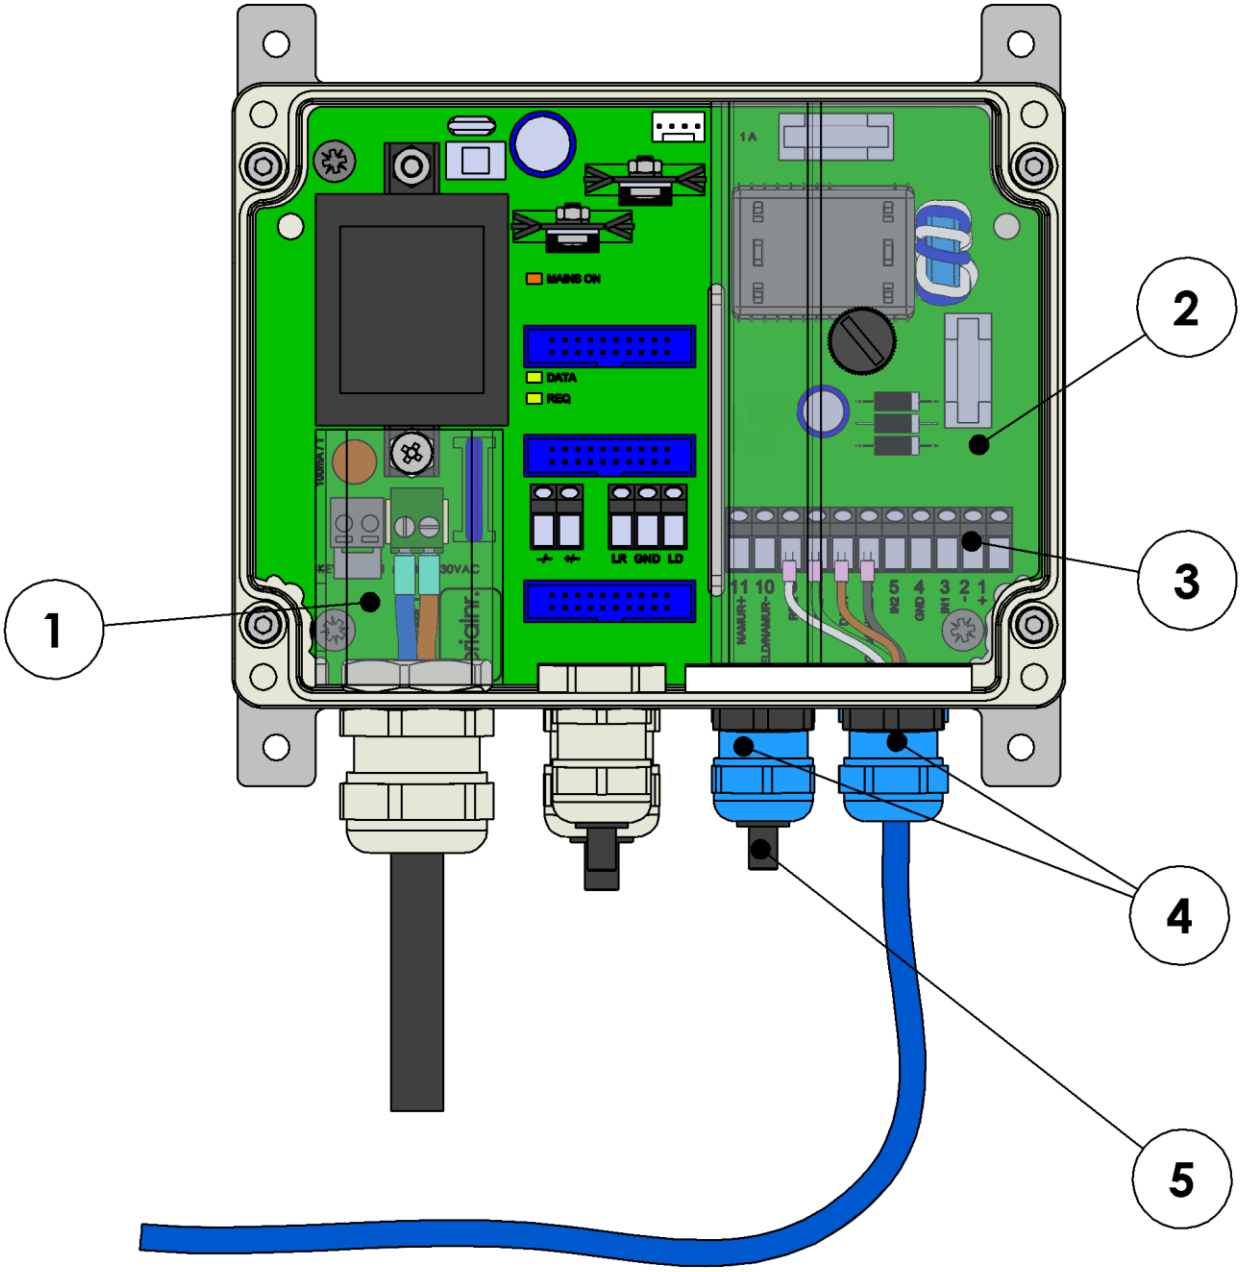

Abbildung 1. Geöffnetes ISC 230B
1. Die Anschlüsse, die mit Geräten im explosionsgefährdeten Bereich verbunden werden dürfen, sind blau gekennzeichnet, siehe Abb. 1.
2. Wird ein montiertes Verbindungskabel aus einem beliebigen Grund gelöst und erneut montiert, ist zu kontrollieren, ob das Kabel korrekt montiert ist, ob keine losen Adern vorhanden sind und die Überwurfmutter ordnungsgemäß befestigt wurde. Darüber hinaus muss kontrolliert werden, ob die Ex-Schutzabdeckung über dem Anschluss angebracht wurde, siehe Abb. 1.
Bringen Sie immer die Ex-Schutzabdeckung über dem Netzanschluss an, siehe Abbildung 1.